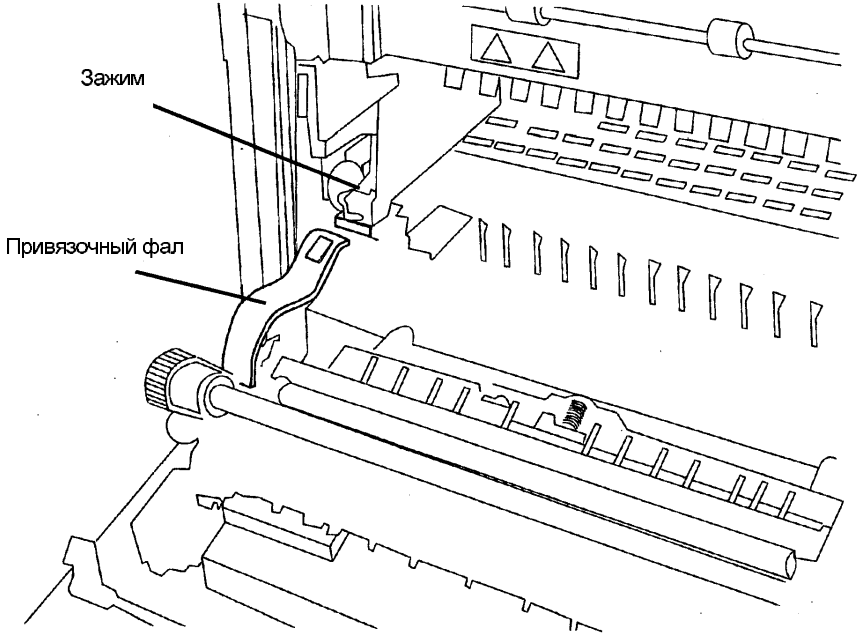

Рис. 1. Демонтаж дверцы транспортера
2. Снимите дверцу транспортера (Рис. 1).